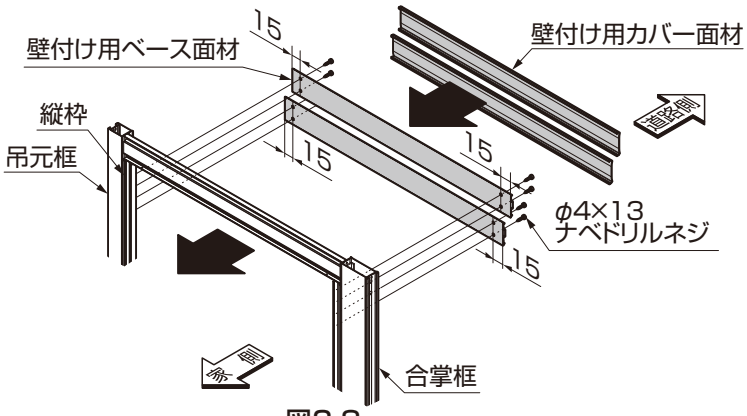
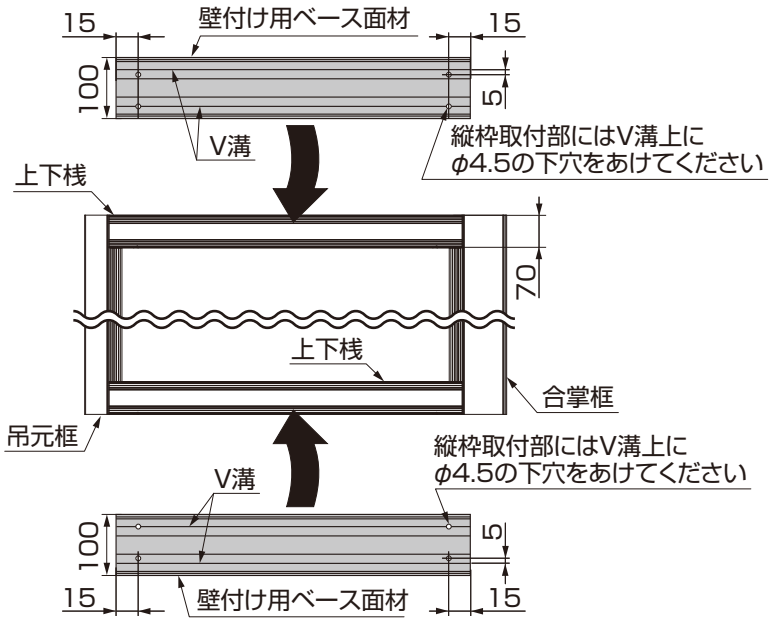

図3-8
図3-9
- 幅100mmの壁付け用面材を上下桟に張り付ける際、図3-9を参照して下穴をあけてください。
②壁付け用ベース面材を門扉枠にはめてください。
③壁付け用ベース面材を下穴にそって縦枠と上下桟に取付けてください。（図3-8参照）